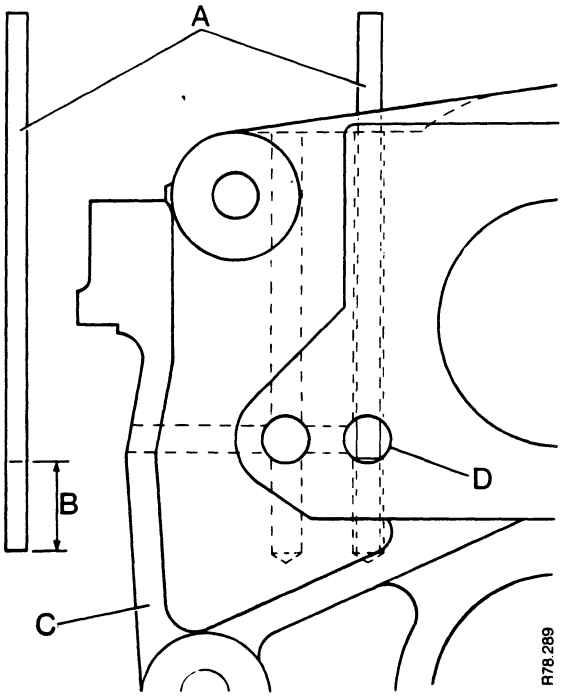

FIGURE 59. CHECKING DEPTH OF DETENT SPRING HOLES
7. Measure the depth of the spring holes using the following method, see Figure 59.
(a) Use a piece of metal rod A, Figure 59, approximately 152 mm long and 9·5 mm diameter.
(d) Look through the selector rod hole D. The mark must be in line with the lower edge of the selector rod hole. See Figure 59.